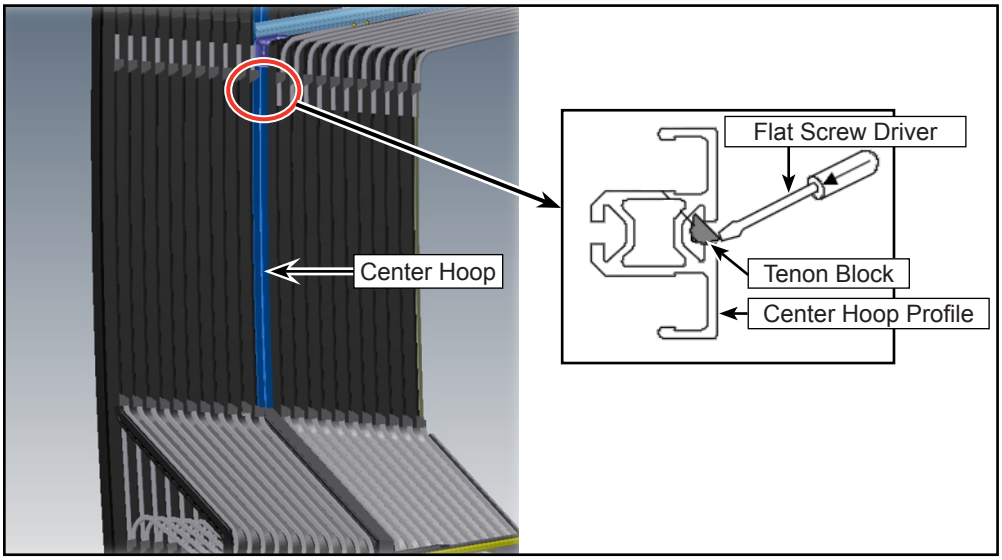

Figure 5 - Installation of Tenon Block
1.6. Install the new tenon block into the center hoop profile (right below the horizontal guiding profile) with a flat screw driver as shown (see Figure 5).